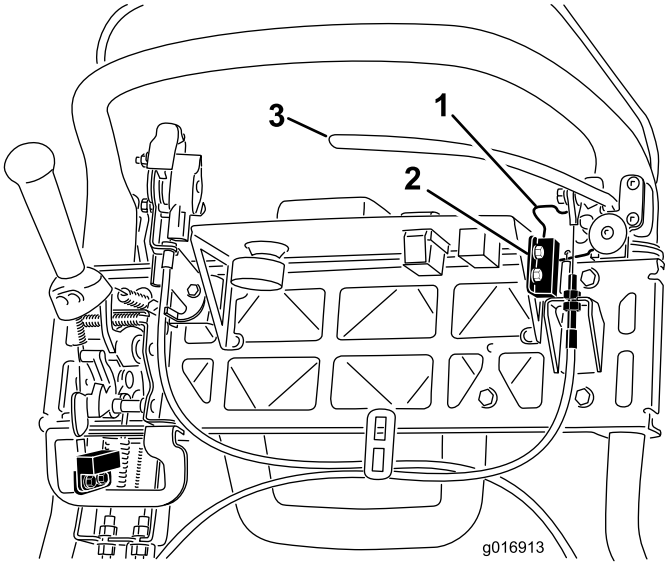

Figuur 39
4. Maak de bevestigingen van de interlockschakelaar los (Figuur 39).
5. Plaats een afstandsring met een dikte van 1,6 mm tussen de vergrendeling van de parkeerrem en de interlockschakelaar (Figuur 39).